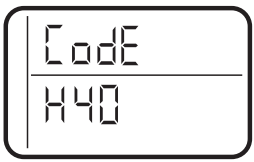

Figure 19
6. Maintenez une pression sur **MODE/SET** jusqu'à ce que le code du modèle (H40 pour GXSHC40N) s'affiche sur l'écran (voir Figure 19). Ce code identifie le mode d'adoucissement. Si un code de modèle incorrect est affiché, l'adoucisseur fonctionnera avec des données de configuration incorrectes.